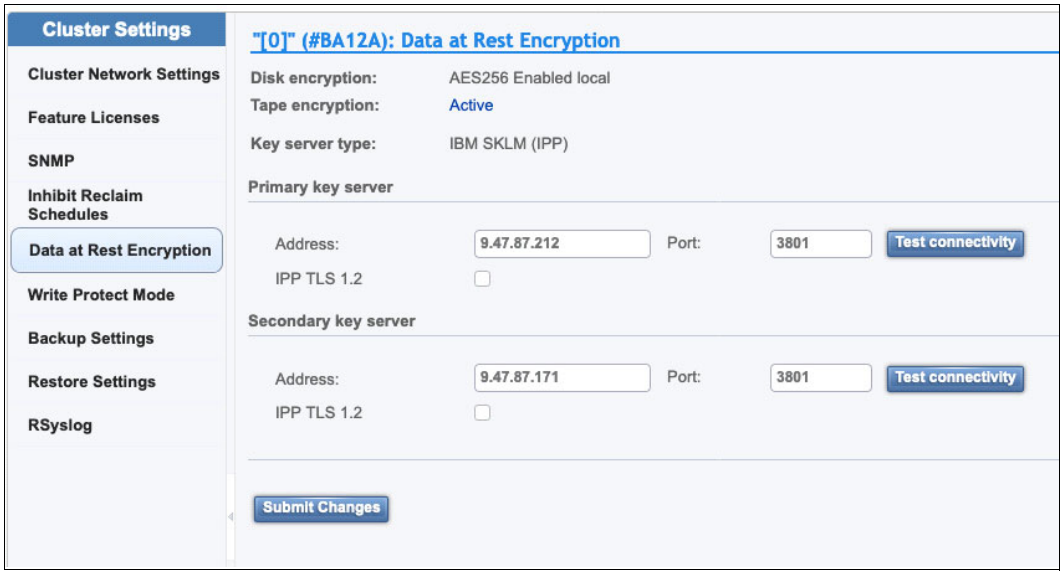
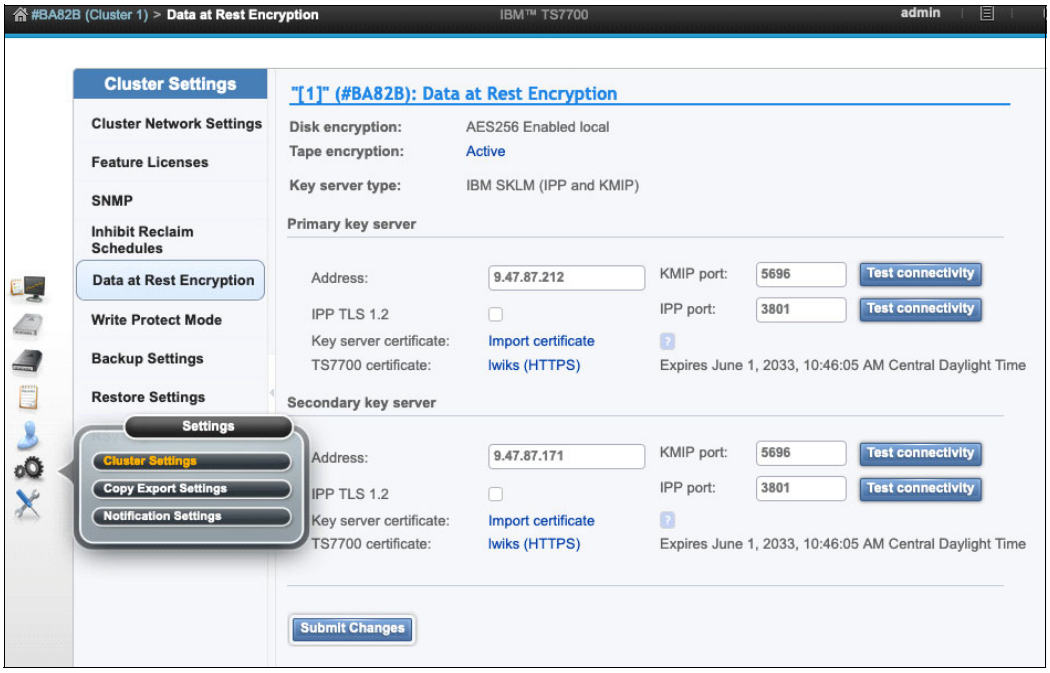

Figure J-2 "Data at rest encryption" configuration page (IPP-only)
Figure J-4 Data at Rest Encryption window (KMIP and IPP to be configured)
4. It is a best practice to have two configured EKMs (primary and secondary), which are replicas of each other for redundancy. For this purpose, the TS7700T must know the IP addresses or named addresses of the target EKMs. This configuration can be done by using the Data at Rest Encryption page by clicking **Settings** → **Cluster Settings** in the MI (see Figure J-2).
- Figure J-2 shows a configuration in which the TS7700 disk cache is not externally key managed. If it is externally key managed, more options might be visible on this page, as shown in Figure J-4 on page 1030. Any displayed KMIP options are not applicable to physical tape encryption. Only IPP options apply to physical tape encryption.
Physical tape encryption also uses IPP. Therefore, settings might exist for KMIP and IPP, based on your hardware configuration (see Figure J-4).
It is best practice to have two configured EKMs, which are replicas of each other for redundancy. The TS7700 must know the IP addresses or DNS style names of the target EKMs. This configuration can be done by using the Data at Rest Encryption page by selecting **Settings** → **Cluster Settings** (see Figure J-4 on page 1030).